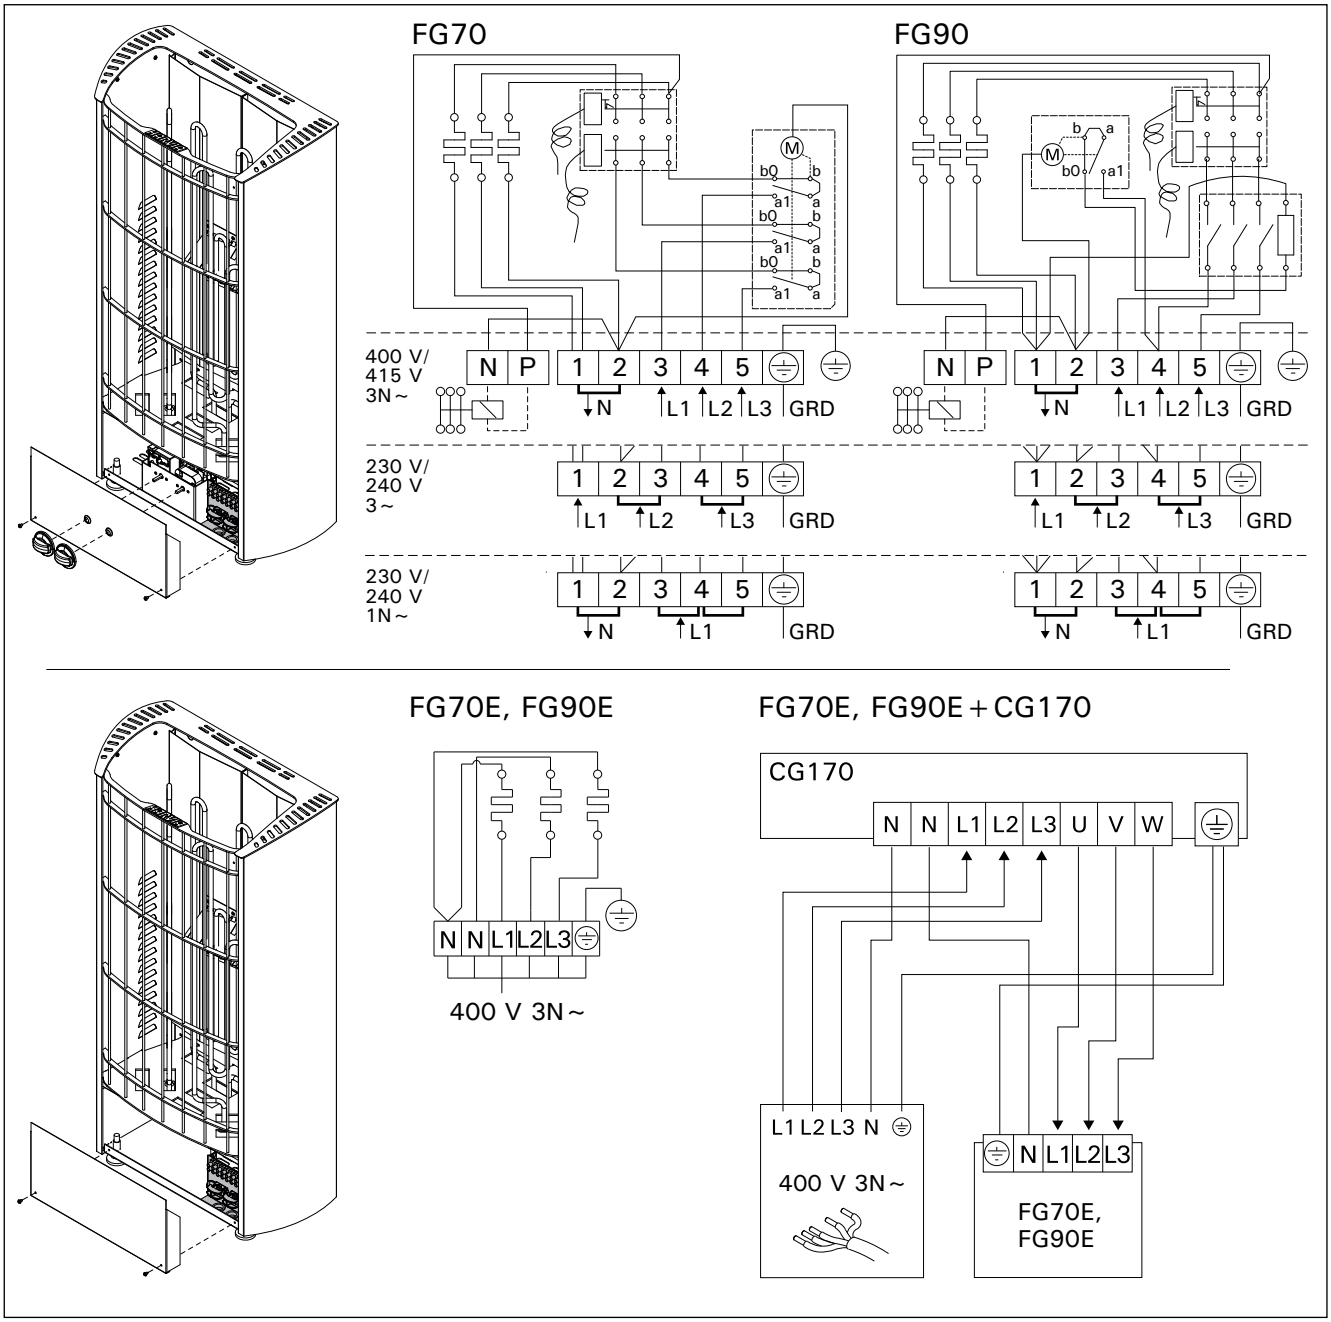

Рисунок 9. Электромонтаж
- Кроме клемм питания каменки FG оснащены также клеммой (P), которая делает возможным управление электрическим нагревом (рис. 9). Управляющее напряжение передается от каменки, когда она включена. Кабель управления электронагревом подводят прямо к соединительной коробке каменки и дальше с помощью резинового кабеля, равного по сечению соединительному кабелю, к клеммнику.